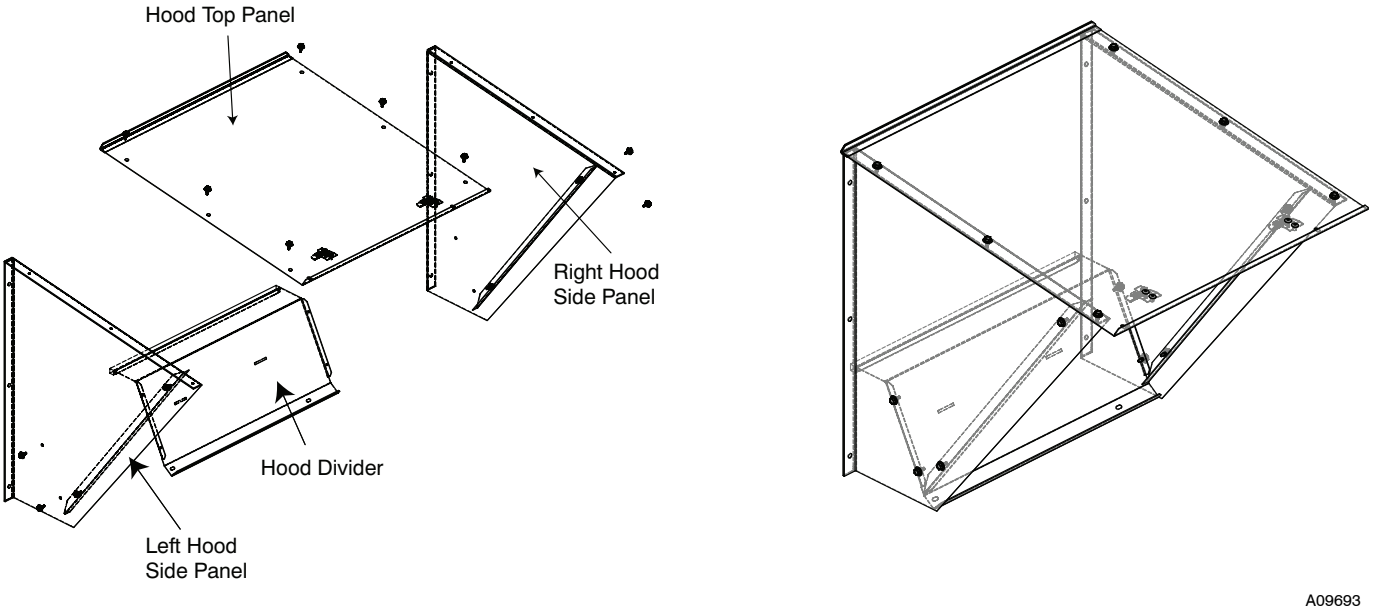

Fig. 31 - Economizer Hood Assembly
8. Assemble hood according to Fig. 31 screwing together with provided #10 sheet metal screws.